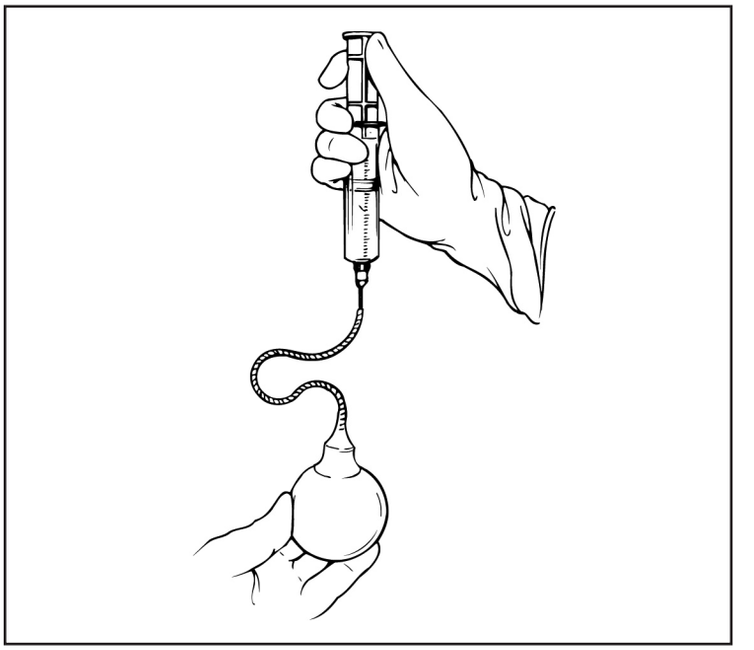

Figure 21. Aspirate air
4. Use the partially filled syringe to aspirate all air from the reservoir (Figure 21).